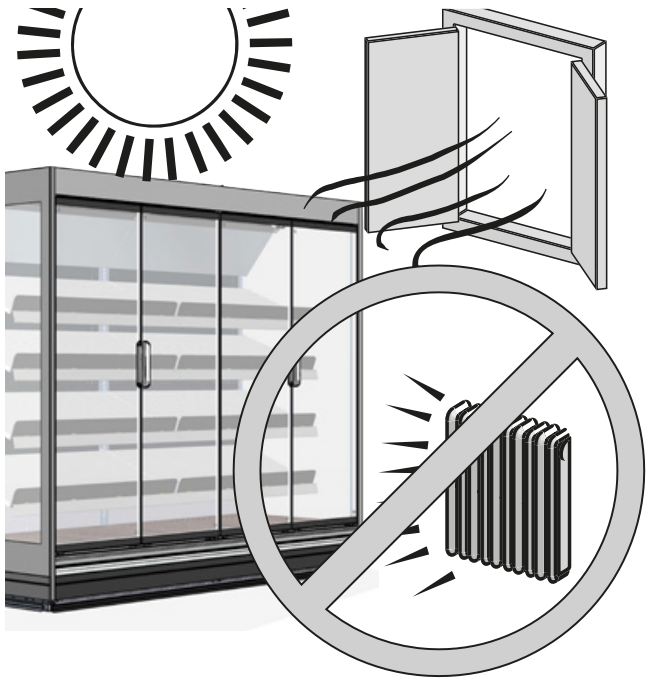

Fig. 8
- Lontano da fonti di calore, dalla radiazione diretta del sole, da porte, finestre, ventilatori e bocche di aerazione ("Fig. 8").